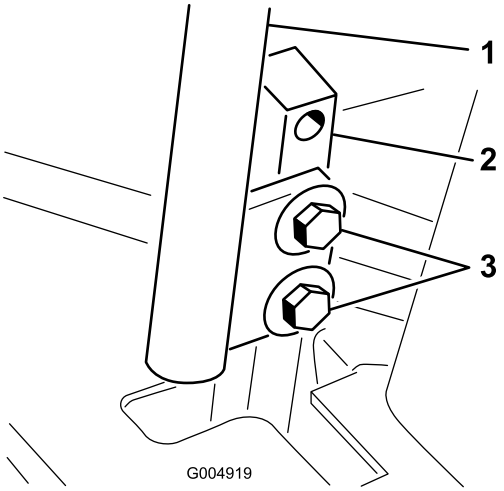

Figuur 61
3. Draai de bouten los waarmee de rijhendels zijn vastgezet (Figuur 61)